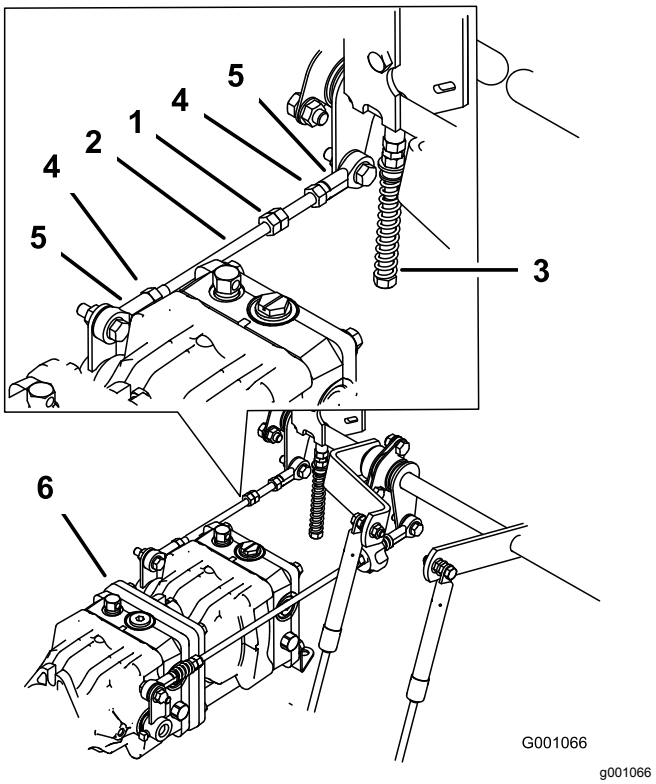

Figur 103
1. Løsne låsekontrollen ved kuleleddet på pumpens kontrollstang (Figur 103).
3. Juster lengden på pumpestangen ved å dreie dobbelmutrene på stangen i korrekt retning inntil hjulet ikke beveger seg eller kryper noe i revers (Figur 103).
6. Stram til låsemutrene ved kuleleddene (Figur 103).